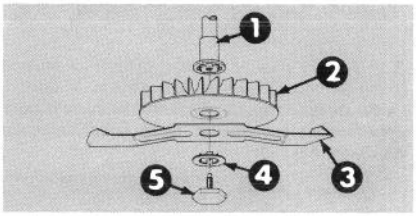

Figure 23
5. Glissez le fixe-lame spécial en place, en engageant les pattes dans les fentes pourvues à cet effet. Vérifiez que le couteau est bien adapté sur l'arbre de transmission. Fixez alors avec le boulon de lame et serrez à un couple de 15mN (Fig. 23).